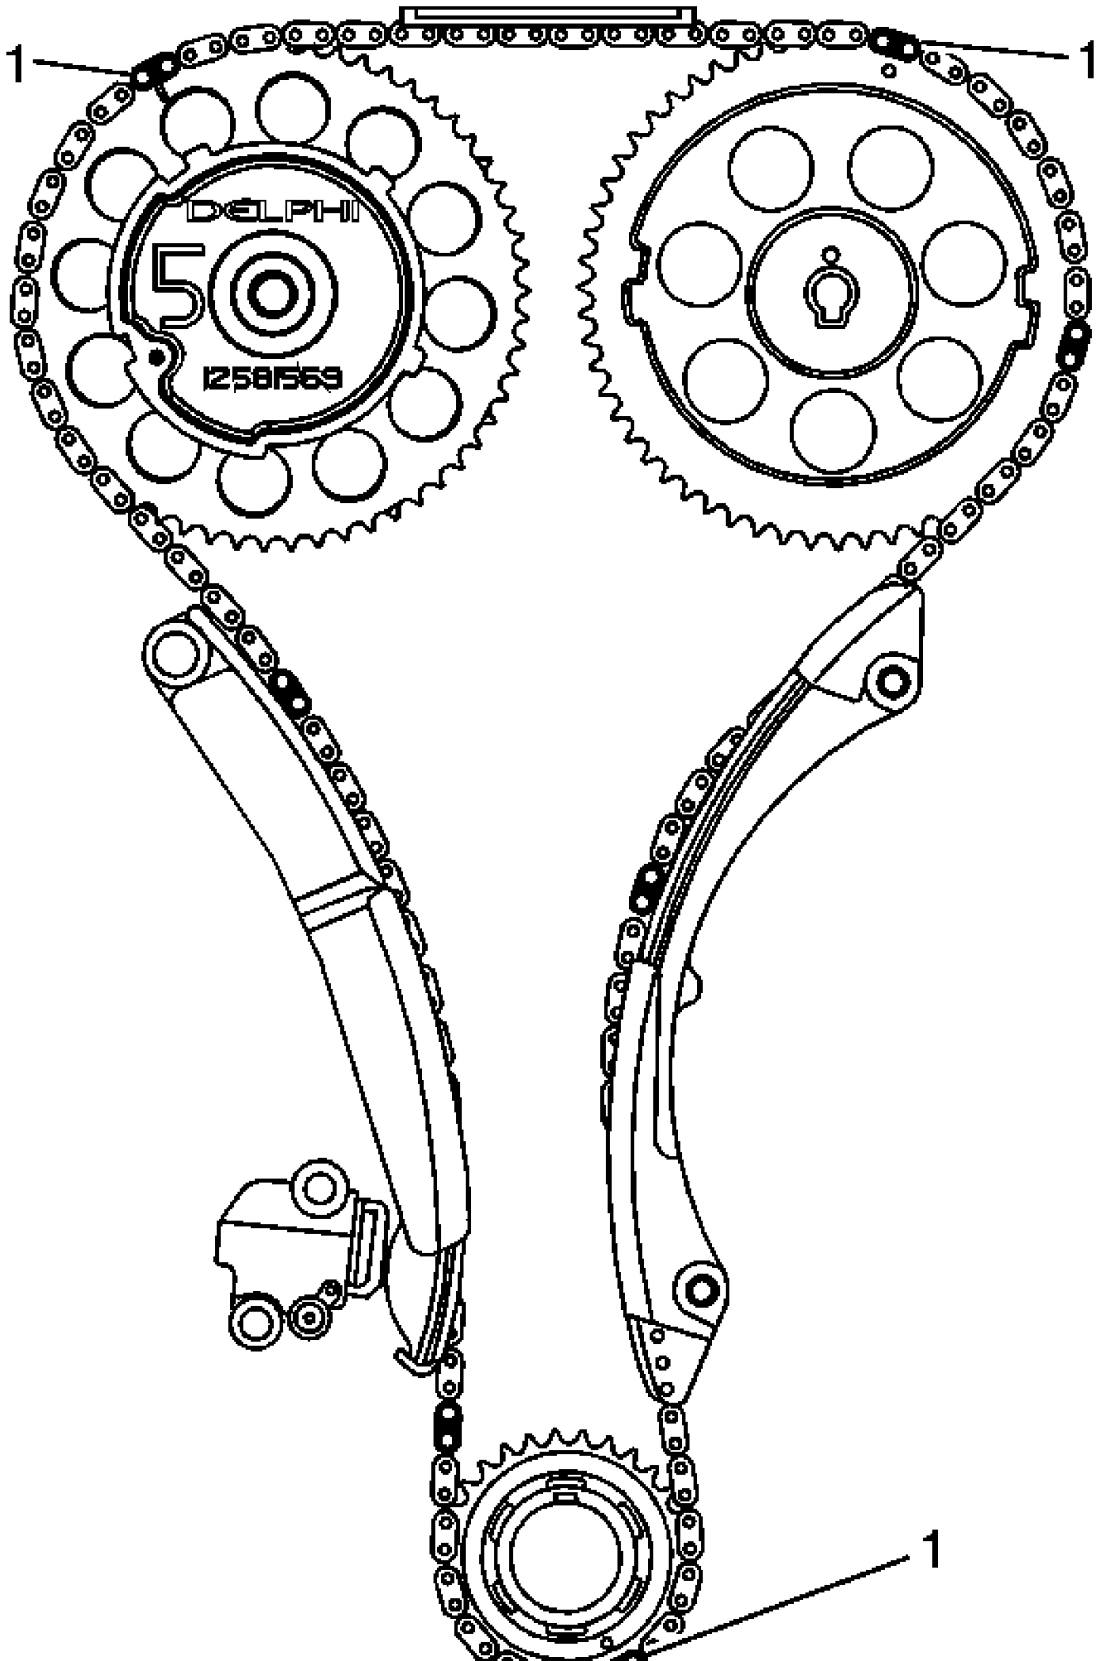

**Fig. 23: Cadena de distribución de alineación Diagrama**
**Llamadas con respecto a la Fig. 23**